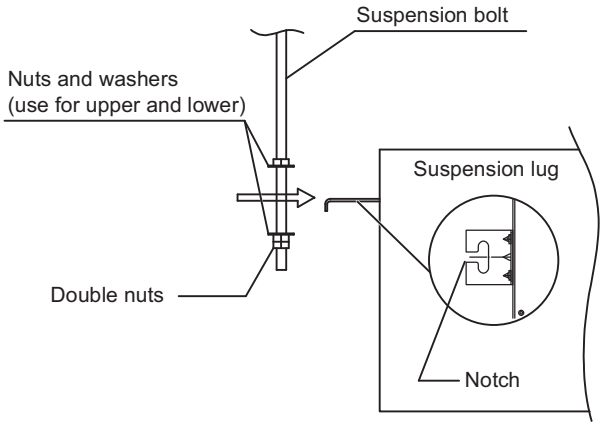

Fig. 1-112
(3) Thread the 3 hexagonal nuts and 2 washers (field supply) onto each of the 4 suspension bolts (Figs. 1-112 and 1-113).